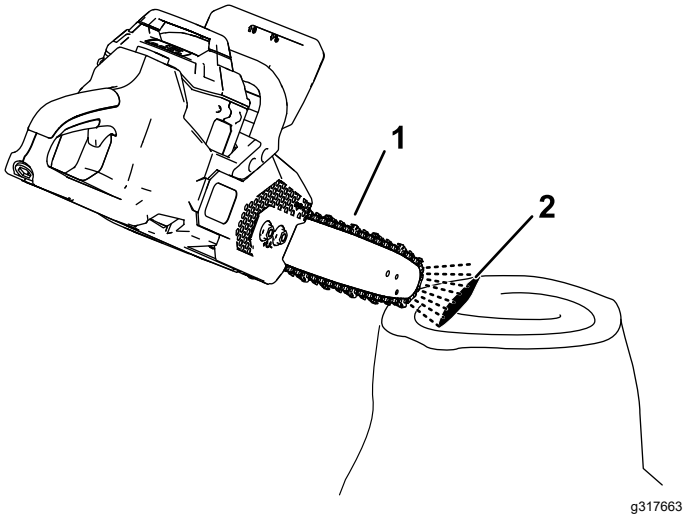

Figur 26
2. För att säkerställa att oljan flödar till kedjan pekar du motorsågens ände uppåt några centimeter från en yta (t.ex. papper, kartong, en stubbe) och kör motorsågen. En lätt dusch av olja ska då sprayas på ytan (Figur 26).